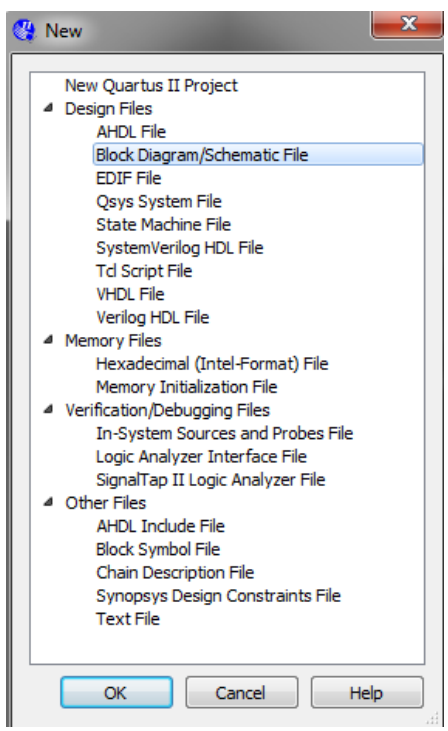

Figure 7. Creating a new block diagram
1. Select **File > New** to get the window in Figure 7, choose **Block Diagram/Schematic File**, and click OK.